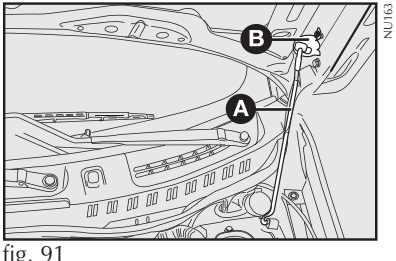

fig. 91
4) introduzir a extremidade da vareta **A** na abertura **B** do capô do motor **fig. 91**.
1) manter levantado o capô com uma mão e, com a outra, tirar a vareta **A-fig. 91** da abertura **B** e repô-la no seu dispositivo de bloqueio;